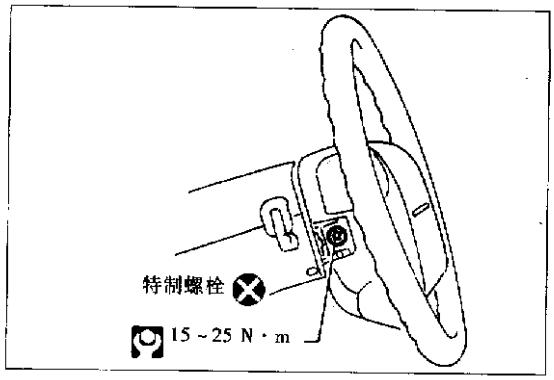

图10-2-20
⑧见图10-2-20，定位气囊模块，用新的特制螺栓拧紧。
⑨连接气囊模块接头。
⑩安装所有的盖。
⑪连接好电瓶线，使用解码器或者警告灯执行自诊断程序，保证整个被动安全系统工作正常。